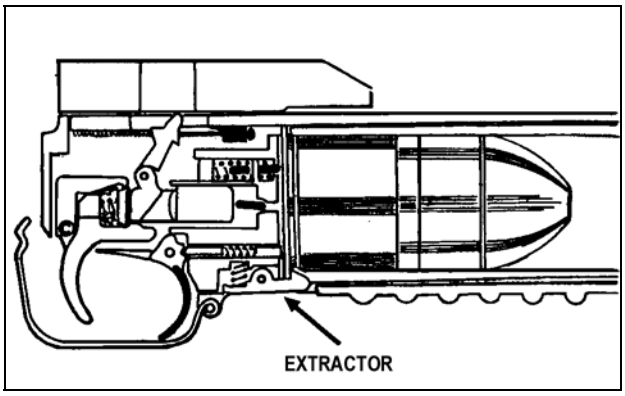

Figure 2-5. Extracting the round or cartridge case.
c. **Extracting**. Extracting and cocking occur at the same time. As the grenadier opens the barrel assembly, a spring-loaded extractor keeps the live round or spent cartridge case seated against the receiver until the barrel clears the cartridge case (Figure 2-5).